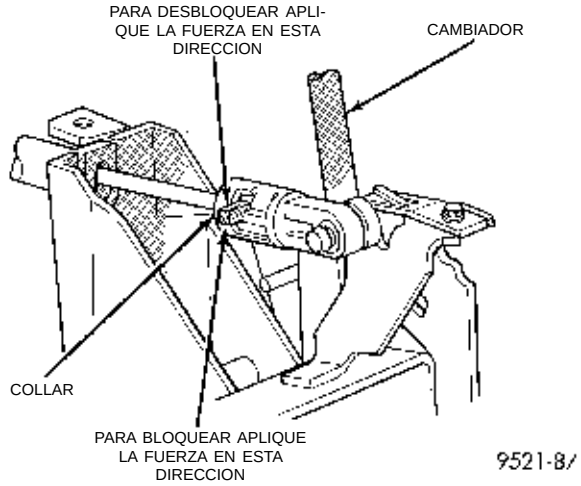

Fig. 205 Ajuste del cable de cambio de marchas
(1) Aplique el freno de estacionamiento.
(2) Retire la consola del suelo. Consulte el Grupo 23, Carrocería.
(3) Coloque la palanca del cambio de marchas en la posición (PARK) (P).
(4) Presione hacia abajo la orejeta y desenganche el collar del cable del cambiador de forma que pueda ajustarse el cable (Fig. 205).